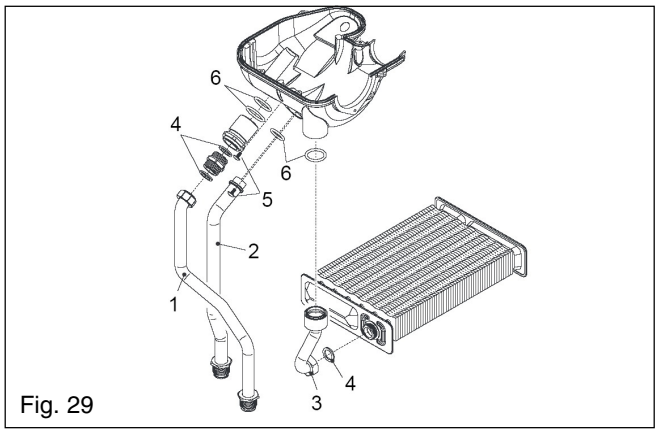

Fig. 29
6.28.1 LATENT HEAT COLLECTOR fig. 29/30